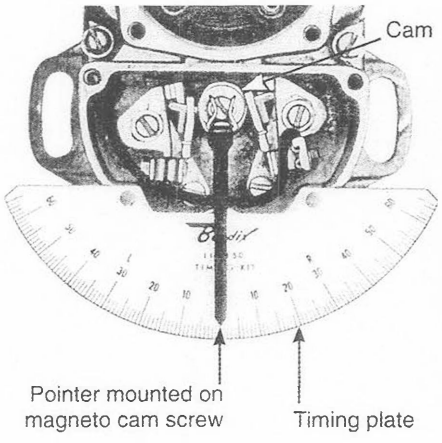

Figure 5-24. *Timing plate and pointer installed on the breaker compartment*
2. Install a timing plate on the magneto housing, and clip the pointer onto the cam screw as shown in Figure 5-24.